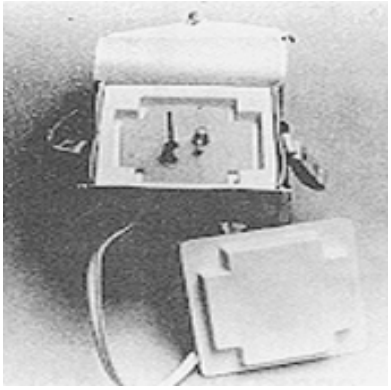

Рис. 23. Пенопластовая прокладка с флаконами в сумке для вакцин
- сделайте прививку и положите флакон с оставшейся вакциной в термоконтейнер как можно **быстрее**; При наличии пенопластовой прокладки в термоконтейнере, используйте ее для хранения открытого флакона в вертикальном положении и обеспечения безопасного температурного режима для остальных флаконов (см. **раздел 3.1.2** и **рисунок 23**);